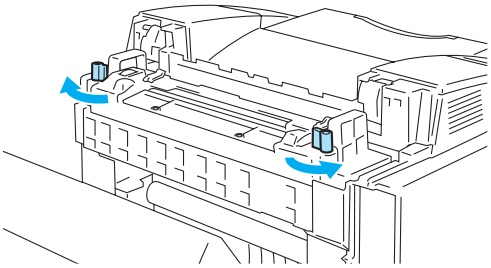

Abbildung 5-16
3. Entriegeln Sie die Sperren auf beiden Seiten der Fixiereinheit, um die Fixiereinheit zu entriegeln. Siehe Abbildung 5-16.